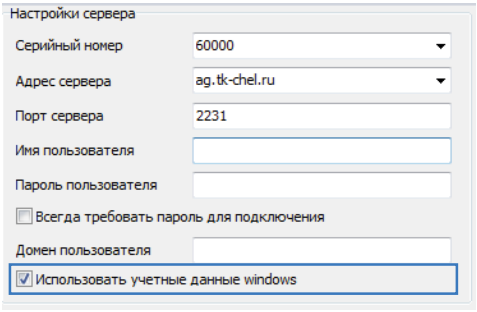

Рис.97. Доменная аутентификация от имени текущего пользователя Windows.
2. Для выполнения доменной аутентификации от имени текущего пользователя необходимо (Рис.97):